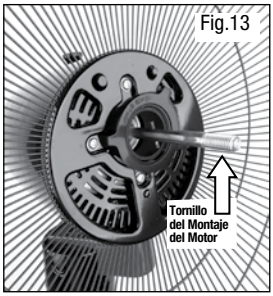

Fig.13
- Alinee el orificio en el centro de las Aspas del Ventilador con el tornillo que se extiende desde el Montaje del Motor (Fig. 13).